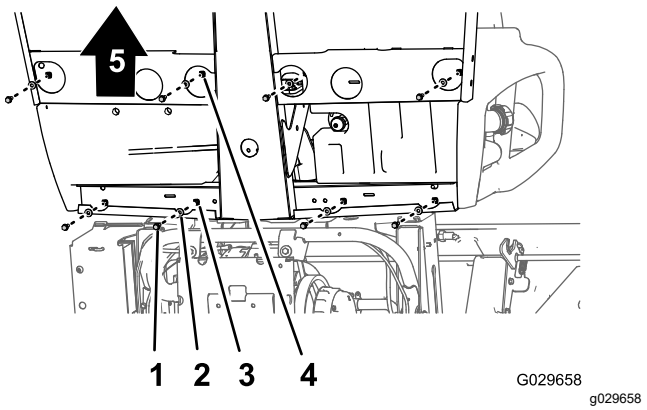
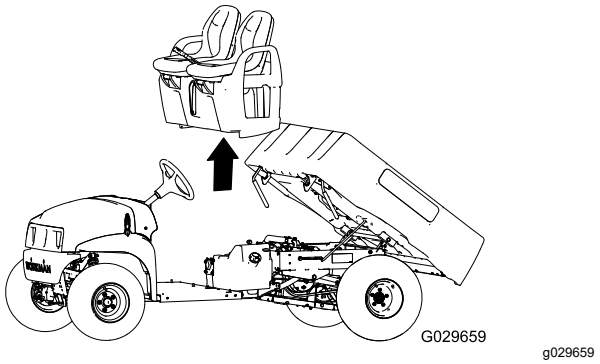

**Figura 45**
**Figura 46**
1. En la parte inferior de la máquina, retire los 8 pernos con arandela prensada y las 8 arandelas que sujetan la base de los asientos a la chapa de suelo y al perfil trasero de la cabina (Figura 45).
2. Levante cuidadosamente el asiento, la base de los asientos y los cables del freno de estacionamiento de la máquina (Figura 45).
1. Levante los asientos y la base de los asientos, colóquelos en la máquina y conecte los cables de freno al chasis (Figura 45 y Figura 46).
2. Alinee los taladros de la base de los asientos con los taladros de la chapa de suelo y del perfil trasero de la cabina (Figura 45 y Figura 46).